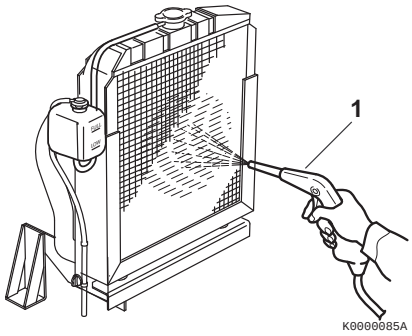

Figure 11
Note that a typical radiator is shown in **Figure 11** for illustrative purposes only.
- Blow off dirt and dust from fins and radiator with 28 PSI (0.19 MPa, 2 kgf/cm^2) or less of compressed air **(Figure 11, (1))**. Be careful not to damage the fins with the compressed air.